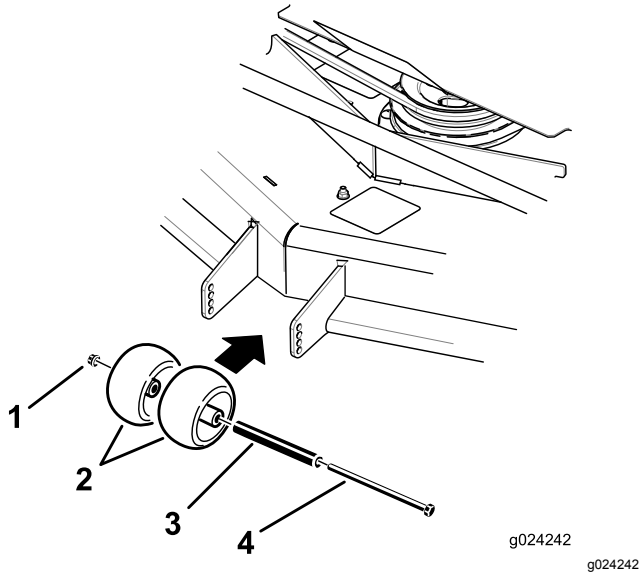
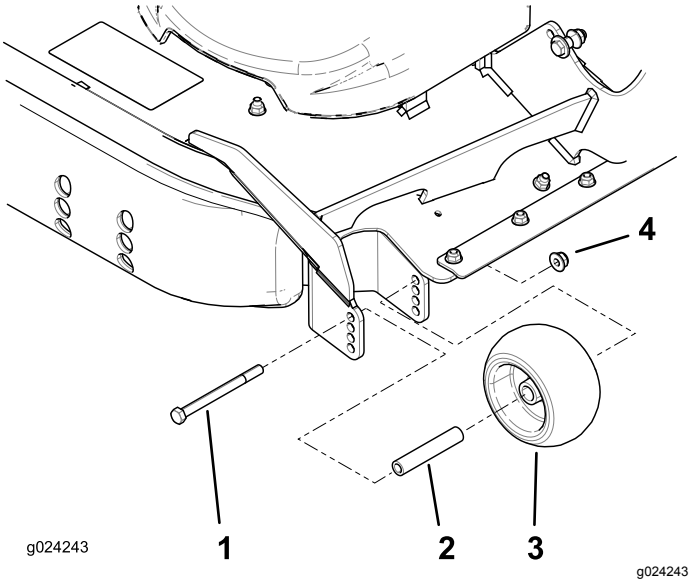

Figuur 34
Figuur 35
3. Stel de antiscalpeerrollen af zoals wordt getoond in Figuur 34 en Figuur 35.